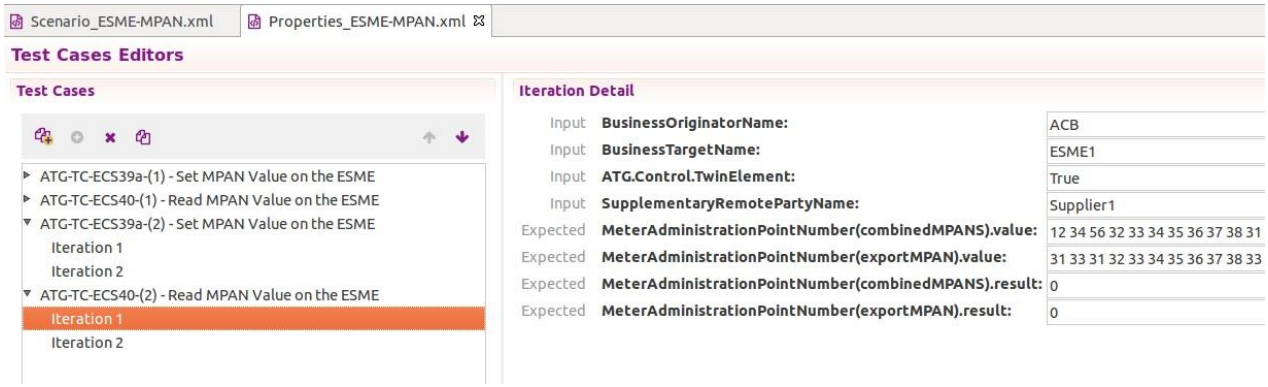

Figure 56 – Change expected value
Figure 56 shows how to change the Expected MPAN value. Both Iterations of ATG-TC-ECS40-(2) should undergo this correction, otherwise one of them will fail, causing the failure of the Test Case and consequently, the failure of the Test procedure's overall result.